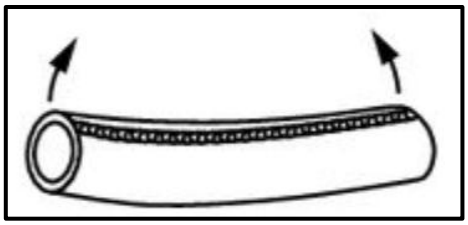

FIGUUR 9.6.1 (1)
9.6 Identifiseer die tipes vervormings wat in FIGUUR 9.6.1 en 9.6.2 hieronder getoon word.